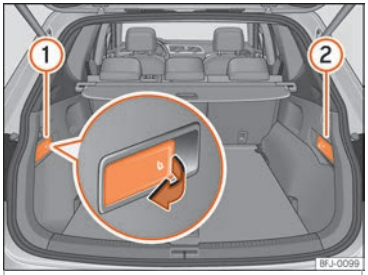

Fig. 156 En el maletero: palancas para desbloquear desde el maletero la parte izquierda ① y la parte derecha ② del respaldo trasero.
- Tire de la palanca de desbloqueo ››› fig. 156 de la parte del respaldo que desee abatir.